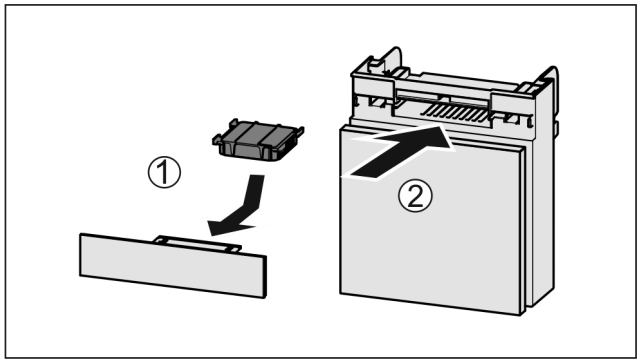

Fig. 208
▶ Introduceți *Fig. 208 (1)* filtrul de cărbune activ după cum se vede în figură.
▶ Împingeți *Fig. 208 (2)* compartimentul în interior.